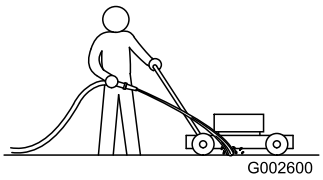

Figure 19
1. Mettez le moteur en marche lorsque la tondeuse se trouve sur une surface revêtue plane et dirigez un jet d'eau devant la roue arrière **droite** (Figure 19).